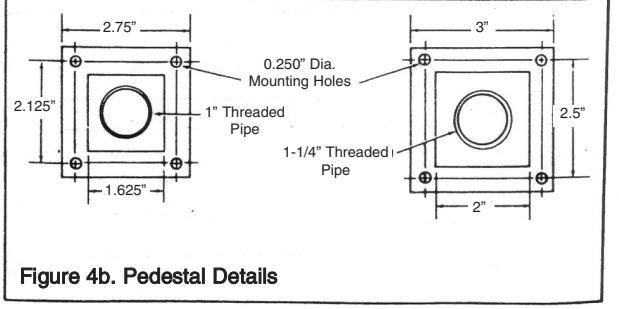

Figure 4b. Pedestal Details
6. Drill holes in floor (Fig. 4b) and install threaded inserts (or equivalent for 1/4" mounting bolts (inserts and bolts supplied by installer.)